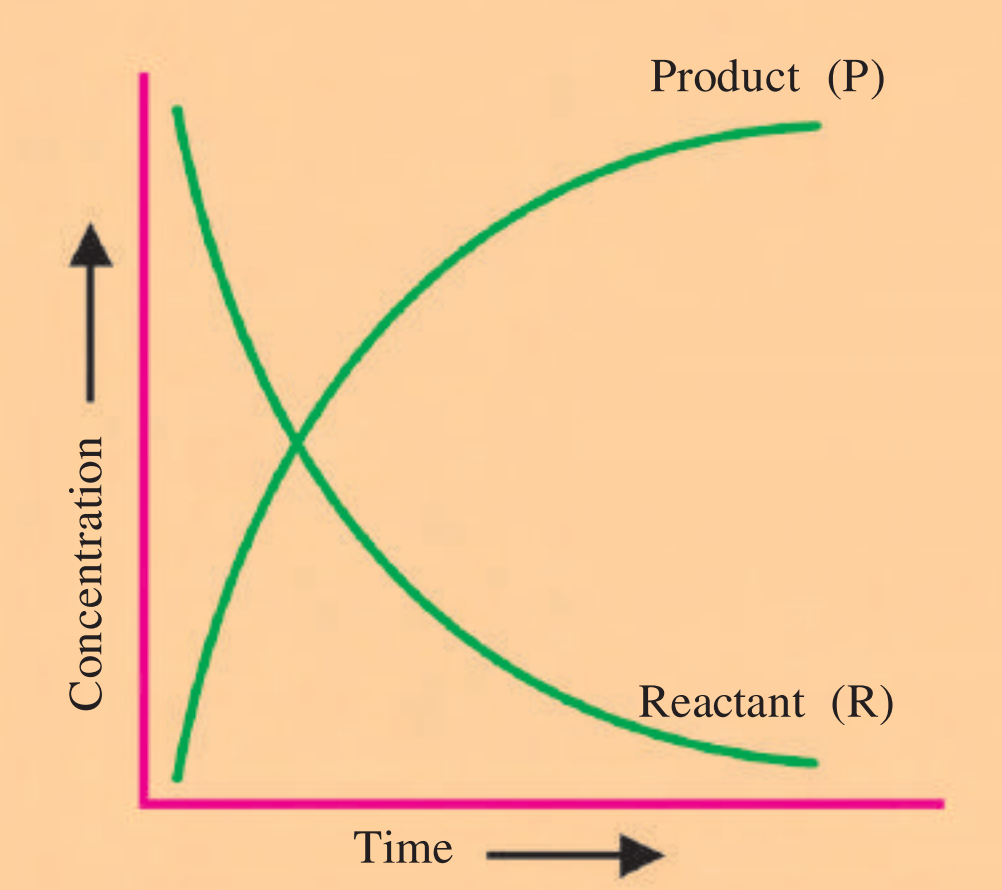

Fig. 1.1 Change in concentration of reactant and product with time
Suppose, in a reaction one mole of reactant (R) produces one mole of product (P). In the initial concentration of R and P, the decrease and increase remain same respectively. Only the magnitude will change. If the graph of concentration versus time is plotted then, the graph obtained will be as shown in fig. 1.1